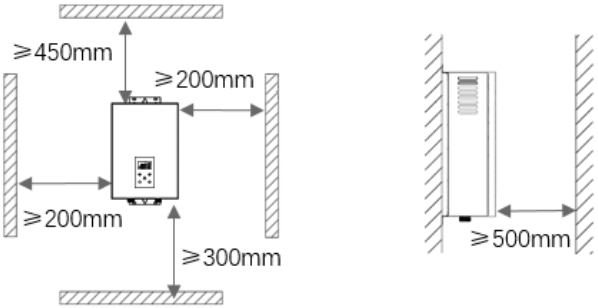

Рис. 7. Минимальные расстояния от электрического котла до поверхностей.
7.4.1. Размещение прибора на стене (Рис.7)
Прибор должен быть установлен в вертикальном положении без наклона. В соответствие с Рис. 7 просверлите установочные отверстия на стене, вставьте анкер в верхнее установочное отверстие для крепления, вставьте пластиковые дюбели в нижние установочные отверстия и закрутите саморезы.